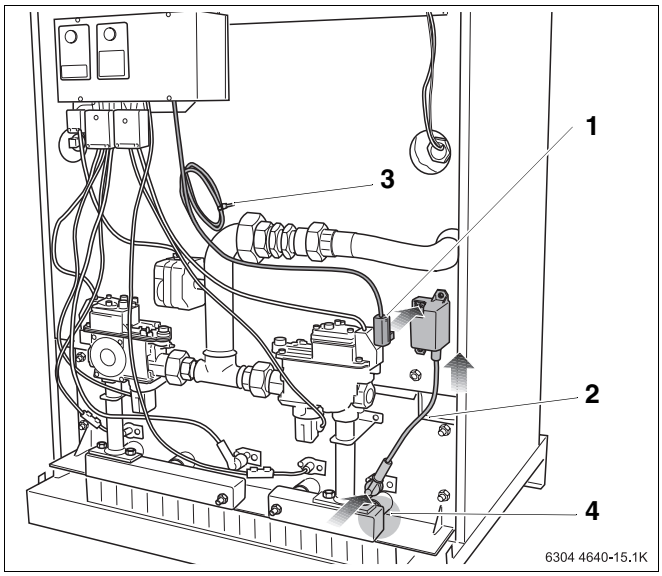

Abb. 12 Anschluss Taktzündeinrichtung
- Stecker Anschlussleitung (Abb. 12, **Pos. 1**) an der Taktzündeinrichtung aufstecken.
- Anschlussleitung der Zündelektrode (Abb. 12, **Pos. 2**) am Brenner aufstecken und an der Taktzündeinrichtung einstecken.
WARNUNG! Stellen Sie sicher, dass kein Kabel in den Düsenbereich (Abb. 12, **Pos. 4**) zwischen Gasdüse und Brennstab gelangen kann.
- Anschlussleitung für die Taktzündeinrichtung ggf. durch eine Kabelschlaufe und Kabelbindern sichern (Abb. 12, **Pos. 3**).